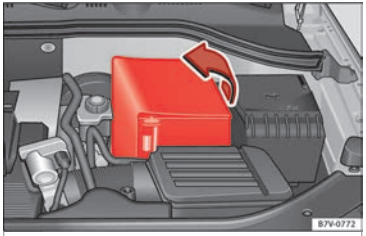

Fig. 173 In the engine compartment: unfold the vehicle's battery hose.
- *In the case of a hose:* fold the cover to one side to remove ››› Fig. 173.